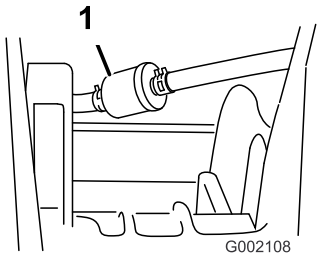

Figur 39
5. Fjern de klemmer, der fastgør brændstoffilteret til brændstofslangerne (Figur 39).